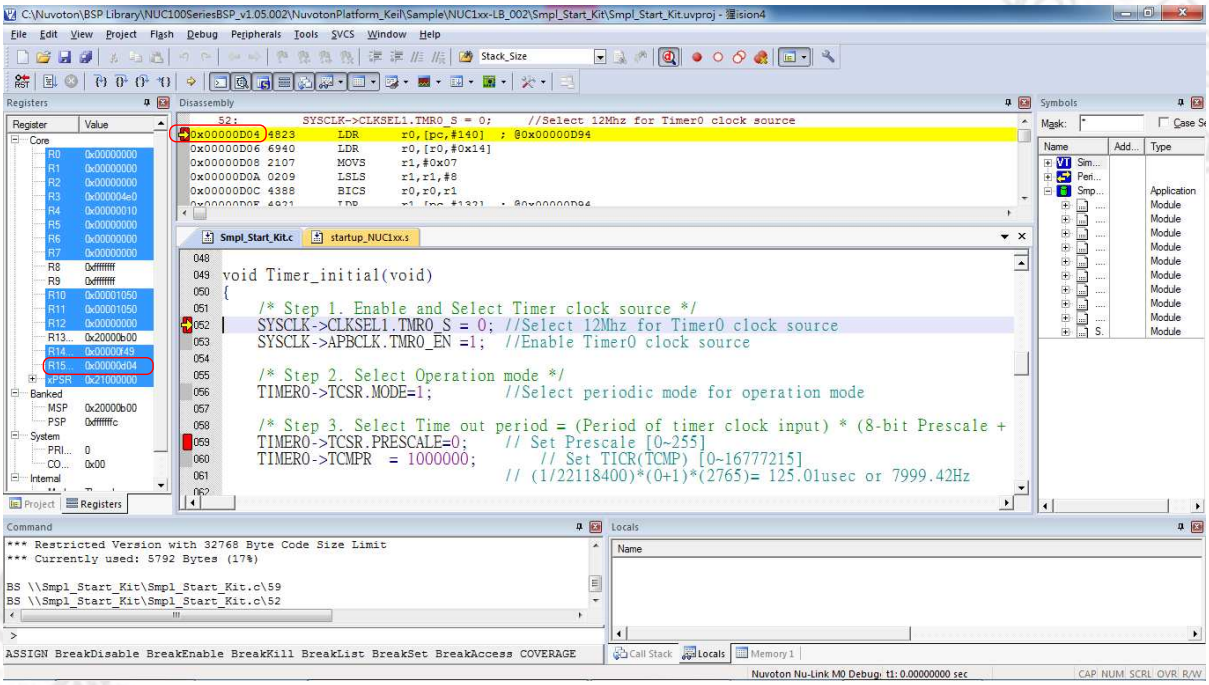

Figure 3-1 Setting Breakpoints in Keil RVMDK Debug Mode
In Debug mode, the user can add breakpoints in the code for debugging. During the real-time simulation of the Nu-Link Adapter, the chip simulation will be stopped at a specific breakpoint. Figure 3-1 shows the breakpoint settings in Keil RVMDK Debug mode. The red labels on lines 052 and 059 indicate the breakpoints inserted; the yellow arrow refers to the code to be executed next and shows the register value of Program Counter (PC) (i.e. "**R15(PC)=0x00000D04**" in the **Registers** pane in Figure 3-1).